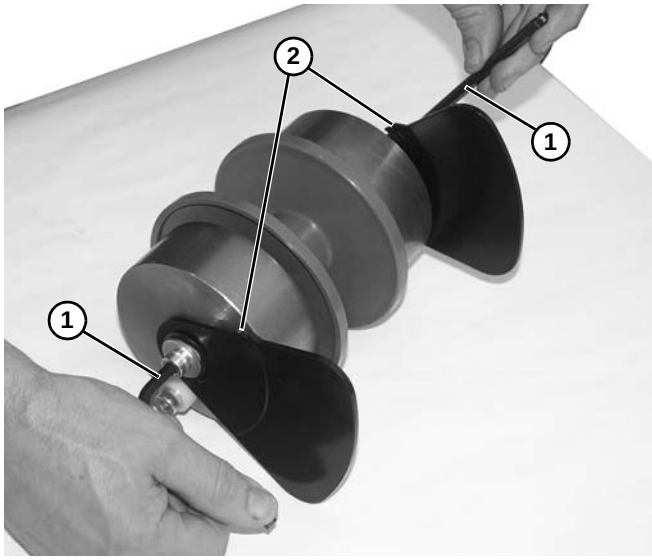

Figure 99
10. Install components reverse of removal, using two hex wrenches **(Figure 99, item 1)** on each side of idler assembly to tighten components.
*Be certain that notches **(Figure 99, item 2)** on both plates are on top side, and spacers are in same orientation, as shown, before tightening components.*